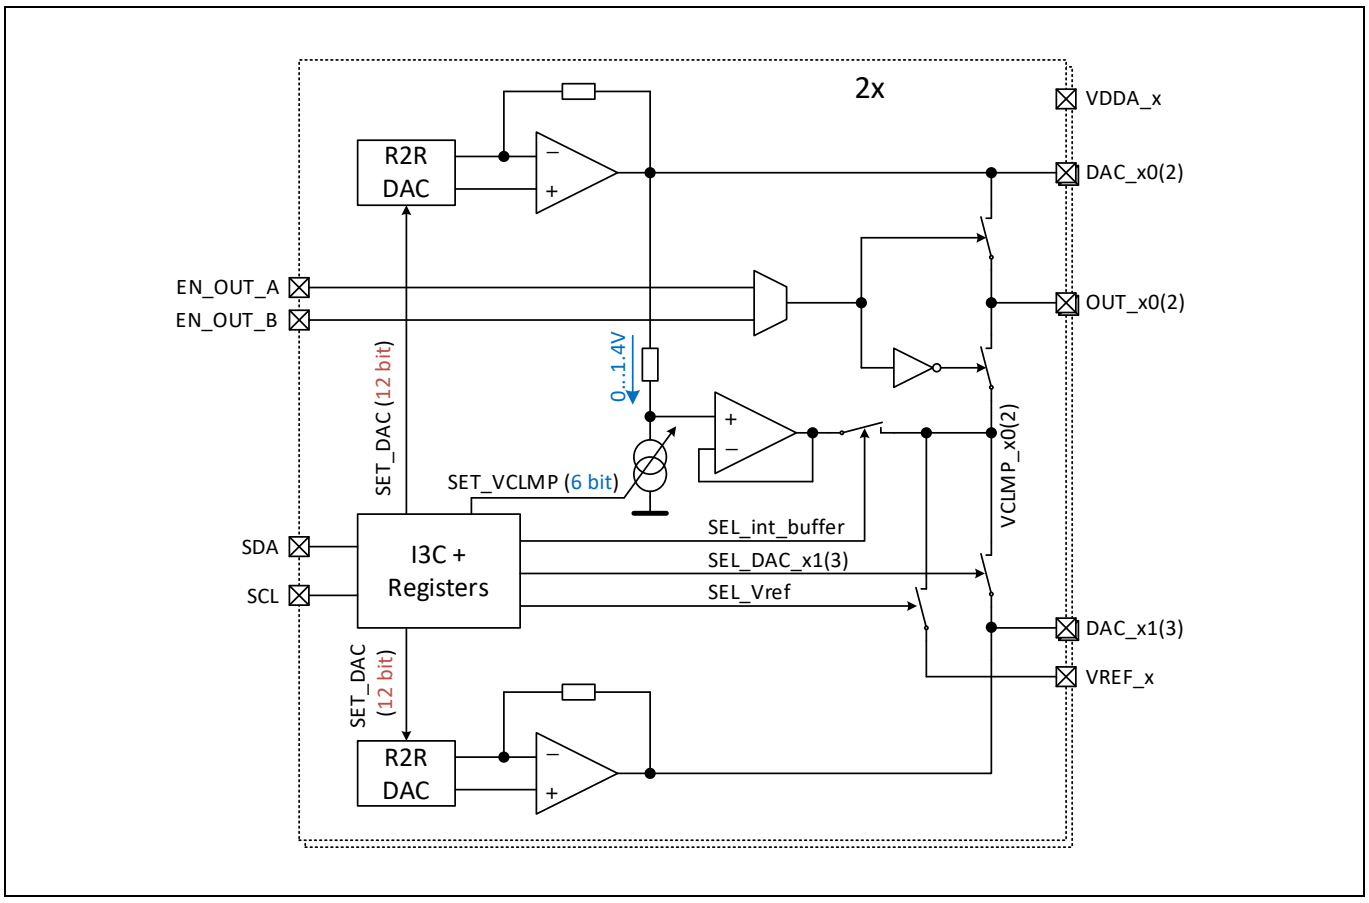

Figure 5 DAC and Bias Switches
The BGMC1210 IC offers 2 independent groups of outputs A and B, each consisting of 4 DACs with separate supply domain per group. Block diagram of one such DAC group is shown on Figure 5 (half is shown for clarity reasons). 2 of the DACs (DAC_x0(2)) are connected to OUT_x0(2) outputs via gate biasing switches for TDD support. Every DAC has a 12 bit resolution, internal reference voltage and can be adjusted in range and offset. Supply range per DAC group is defined by reference potential VREF_x and supply input VDDA_x: (VDDA_x - VREF_x). Supply can be selected in voltage range from -8…0V up to 0…8V, so that enhancement type LDMOS transistors as well as depletion type GaN transistors are supported.